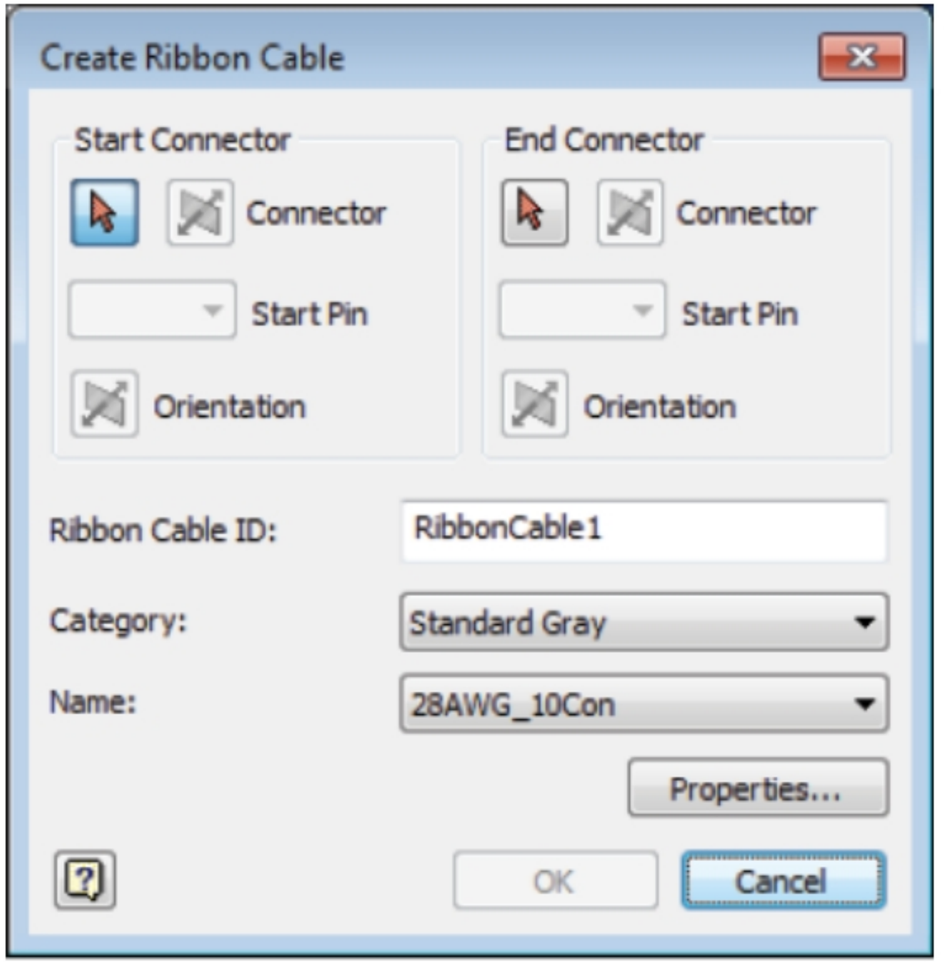

Figure-53. Create Ribbon Cable dialog box
- Click on the **Create Ribbon Cable** tool from the **Create** panel in the **Cable and Harness** tab of the **Ribbon**. The **Create Ribbon Cable** dialog box will be displayed; refer to Figure-53. Also, you are asked to select the starting connector.